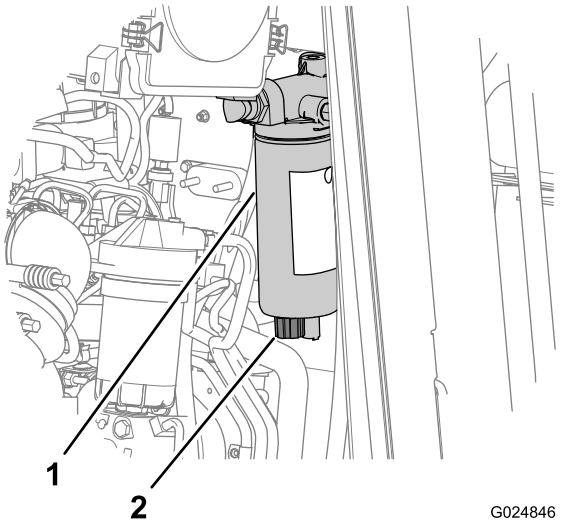

Figure 21
2. Placez un bac de vidange sous le robinet de vidange du séparateur eau/carburant (Figure 21).